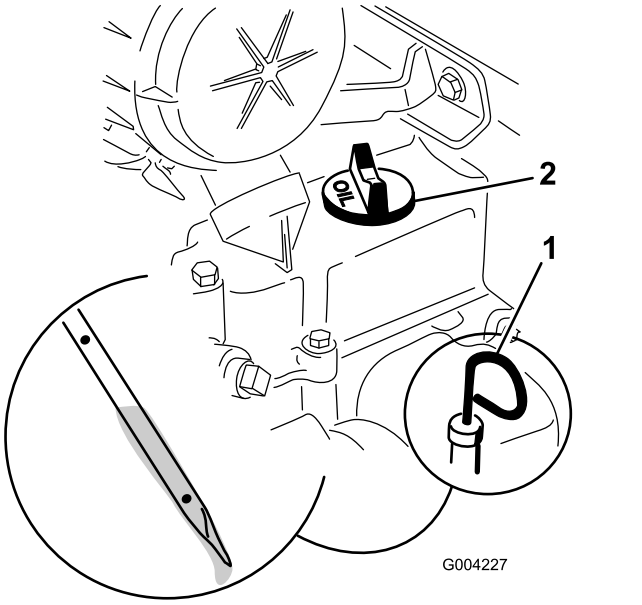

Rysunek 32
4. Oczyść obszar wokół wskaźnika poziomu oleju (Rysunek 32).
5. Wyjmij wskaźnik poziomu oleju i wytrzyj metalową końcówkę (Rysunek 32).
6. Wsuń wskaźnik poziomu oleju do rurki wskaźnika (Rysunek 32).
8. Jeśli poziom oleju jest niski (poniżej dolnego otworu), oczyść okolice korka wlewu oleju i zdejmij korek (Rysunek 32).
6. Wykręć korek wlewu (Rysunek 32) i powoli wlej około 80% podanej ilości oleju przez otwór w pokrywie zaworów.
9. Wykręć korek wlewu (Rysunek 32) i powoli wlej około 80% podanej ilości oleju przez otwór w pokrywie zaworów.